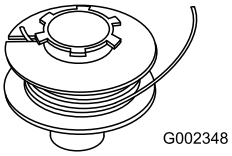

Bild 14
2. Haken Sie ein Ende des Schneidfadens **ganz** in den Schlitz an der Spule ein (Bild 14), so dass **höchstens 3 mm herausragen.**